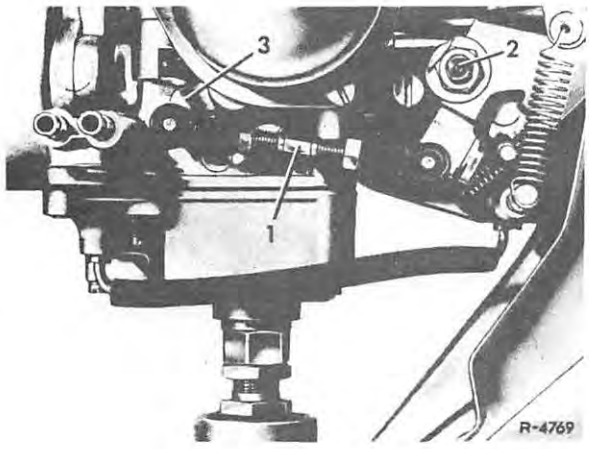

Figure 1
1. The connection rod (1) on the carburetor between the throttle valve shaft (2) and automatic choke (3) must be unhooked (figure 1).